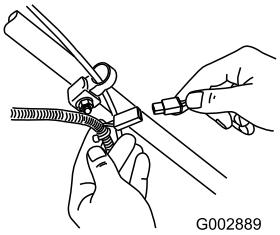

Figur 28
1. Anslut laddaren till ledningsnätet, som finns nedanför tändningsnyckeln (Figur 28).